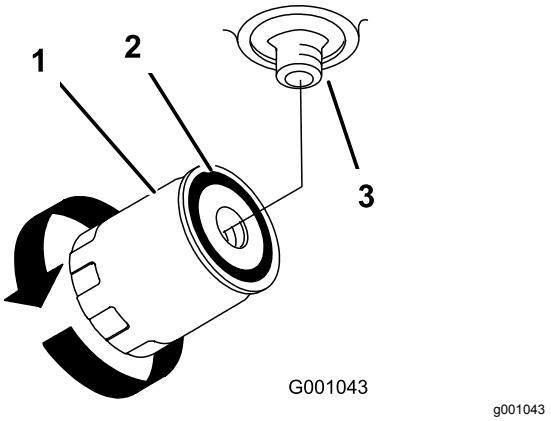

Figur 80
7. Påfør et tyndt lag på gummipakningen på det nye filter (Figur 80).
9. Fyld hydrauliktanken med hydraulikvæske, indtil væsken flyder over filteret, og drej derefter væskefilteret med uret, indtil gummipakningen berører filteradapteren. Stram derefter filteret yderligere ½ omgang (Figur 80).